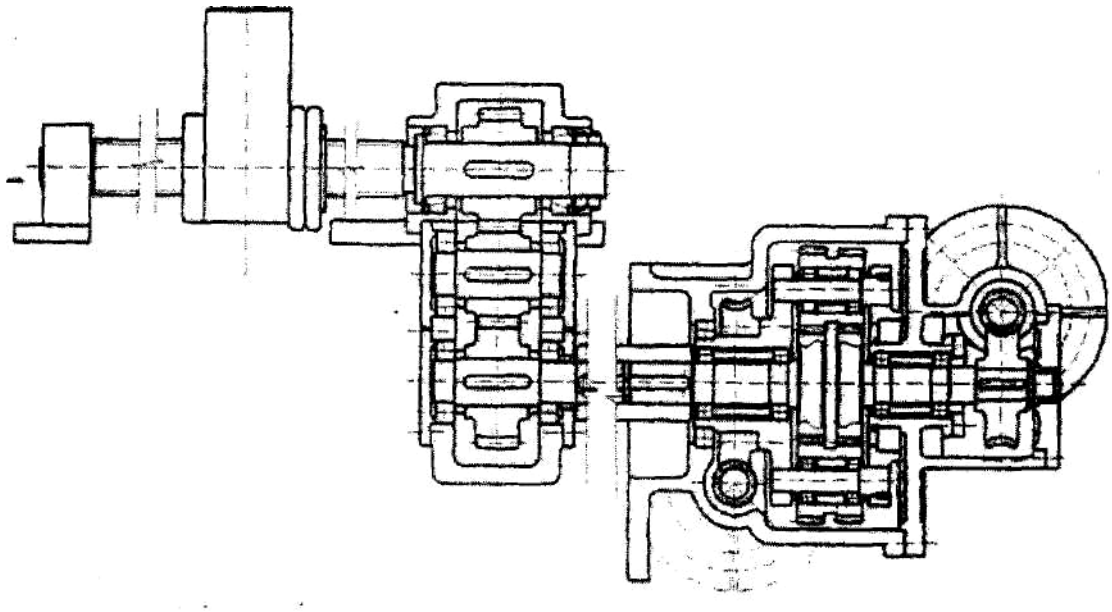

Рис. 7 — Чертеж механического привода осевой подачи
4.3 Рис. 7 — Чертеж механического осевой подачи